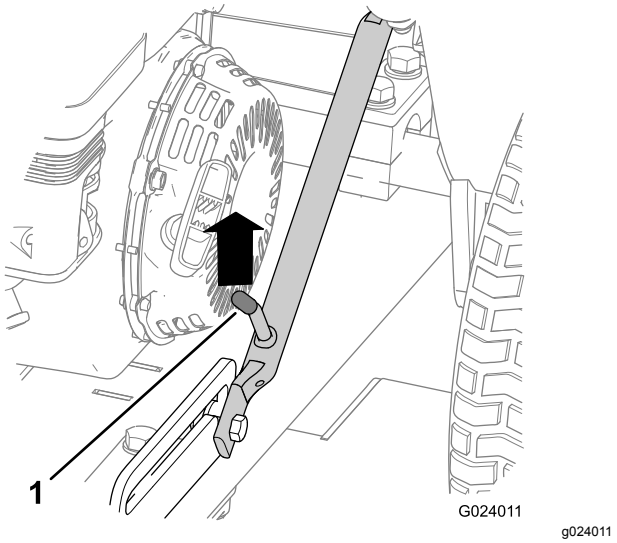
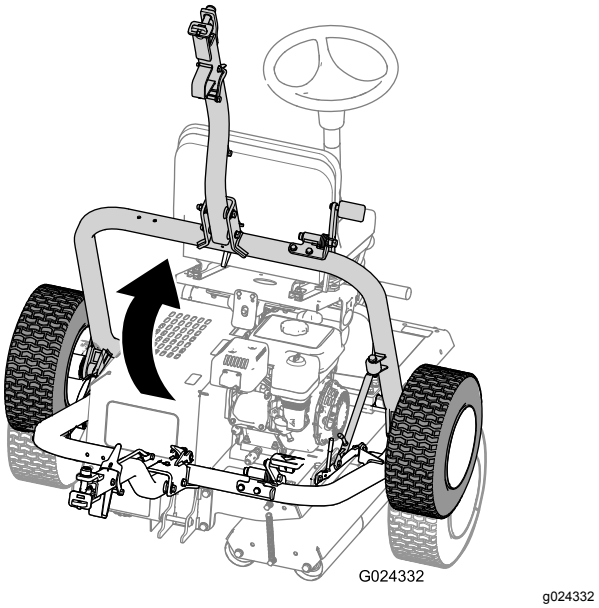

Figuur 25
Figuur 29
A. Duw de trekhaak omhoog tot de vergrendelingshendel loskomt van de pal (Figuur 25).
D. Breng de trekhaak omhoog (Figuur 29) totdat de vergrendelingshendel in de pal klikt (Figuur 25).